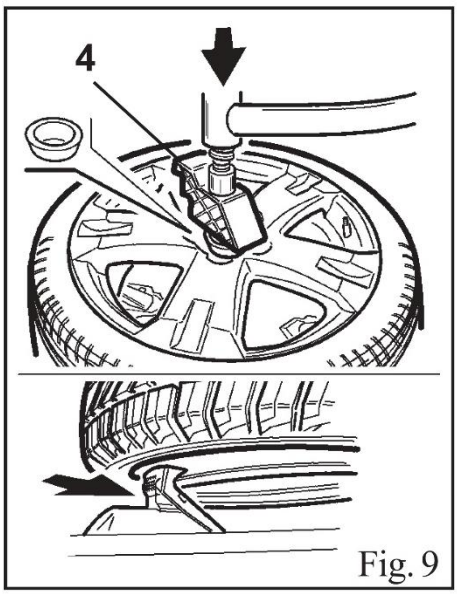

Fig. 9
- In case of difficulty, use the bead pressing tool (4) to keep the rim pressed onto the turntable clamps and facilitate its locking (if necessary, use a central cone to facilitate the operation) (fig. 9);